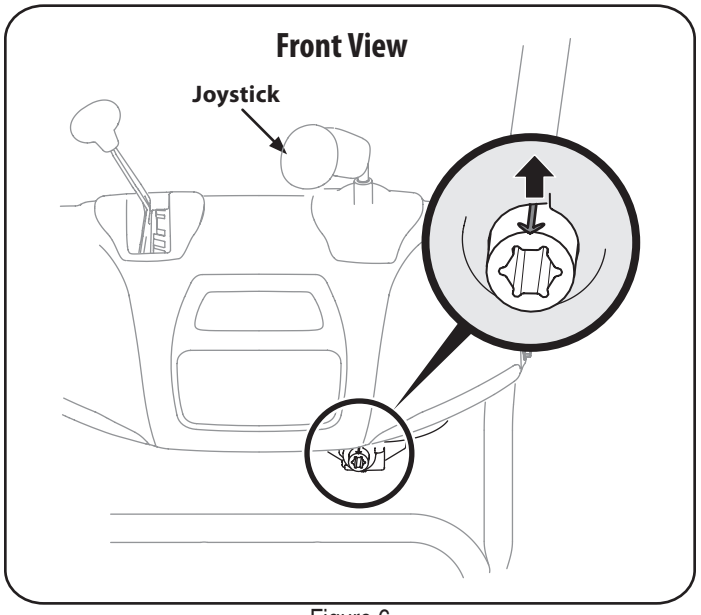

Figure 6
6. Rotate the joystick to the one o'clock position so the silver indicator arrow on the input shaft below the control panel points upward. See Figure 6.